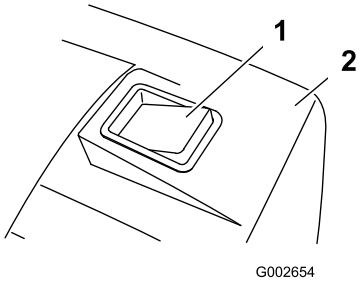

Figur 22
4. Klipp med gräsuppsamlaren installerad till dess att fyllnadsindikatorn för gräsuppsamlaren visar att uppsamlaren är full (Figur 22).